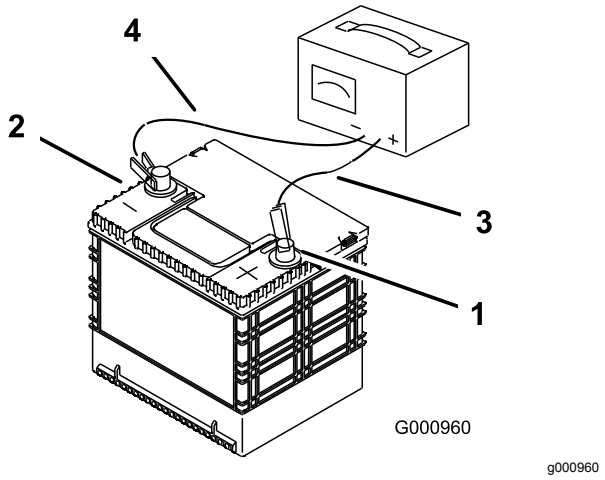

Figur 57
2. Når batteriet er helt oppladet, kobler du laderen fra strømuttaket, og deretter laderledningene fra batteripolene (Figur 57).